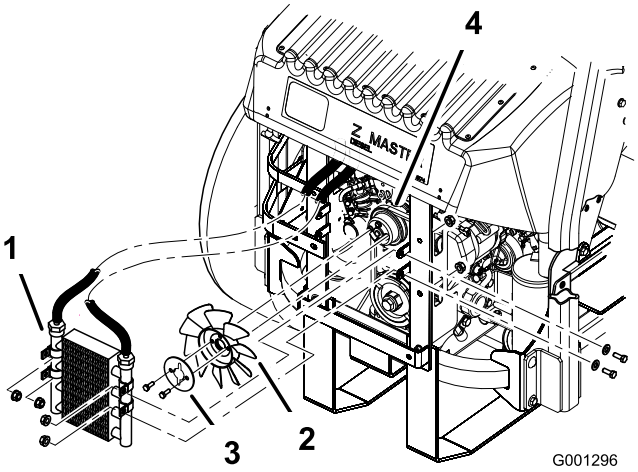

Figur 67
5. Fjern de fire bolte, der fastholder oliekøleren, og placer oliekøleren på siden (Figur 67).
6. Fjern de to bolte, der fastholder ventilatoren og ventilatorpladen på maskinen (Figur 67).
10. Monter ventilatoren og ventilatorpladen på maskinen med de to bolte, der tidligere blev afmonteret (Figur 67).
11. Monter oliekøleren med de 4 bolte, som du tidligere afmonterede (Figur 67).